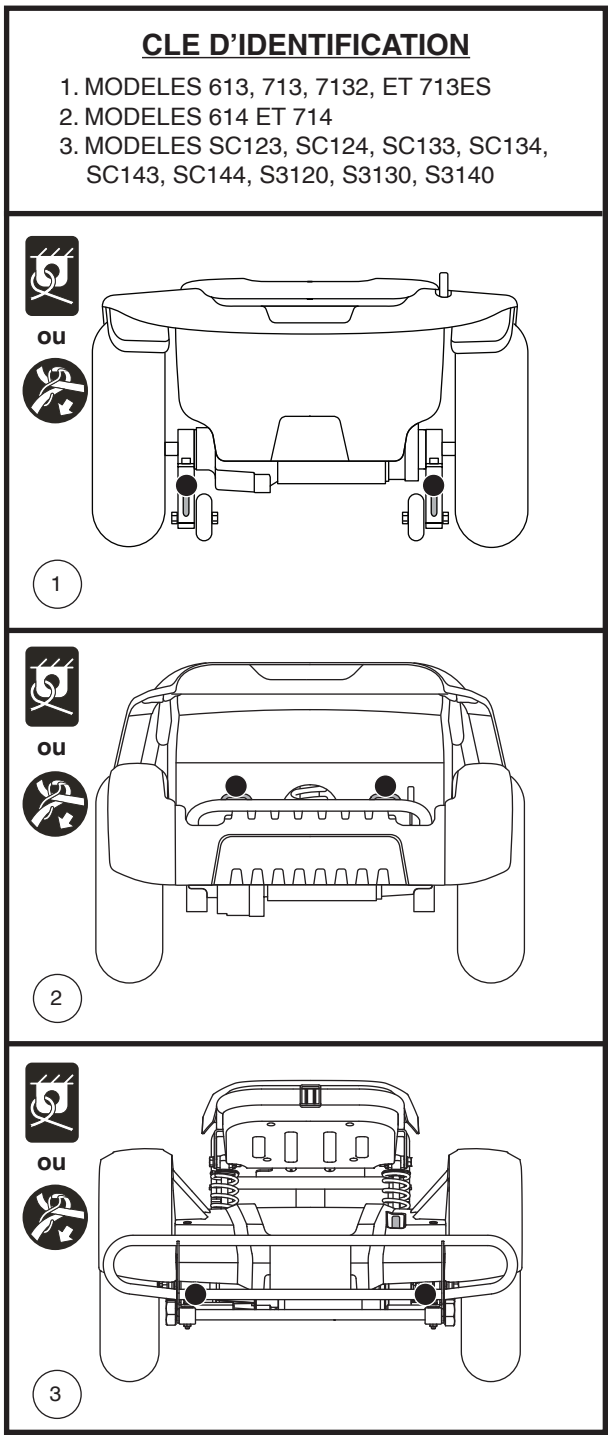

Figure 11. Points d'ancrage arrière (Identifié avec des points noirs)
Le scooter doit toujours être ancrés face à l'avant du véhicule. Fixez les quatre (4) courroies aux points d'ancrage désignés sur le scooter. **Voir les figures 11 et 12.** Serrez-bien les courroies pour retirer le jeu excessif. N'attachez jamais le scooter par ses composantes réglables ou mobiles tels que les accoudoirs, capots ou roues. Ces articles devraient être enlevés. Positionnez les points d'ancrage arrière des courroies directement derrière le scooter. Les points d'ancrage avant sont disposés plus loin de chaque coté du scooter afin d'augmenter la stabilité latérale.